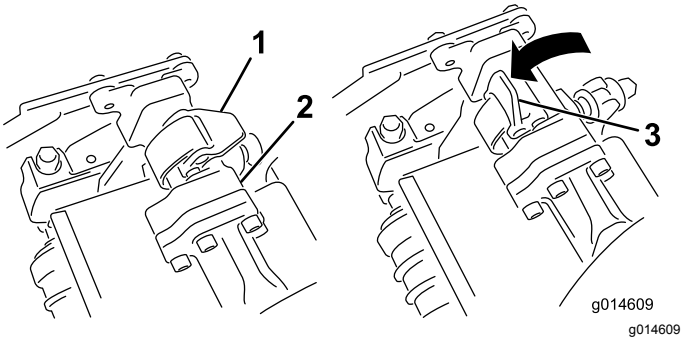
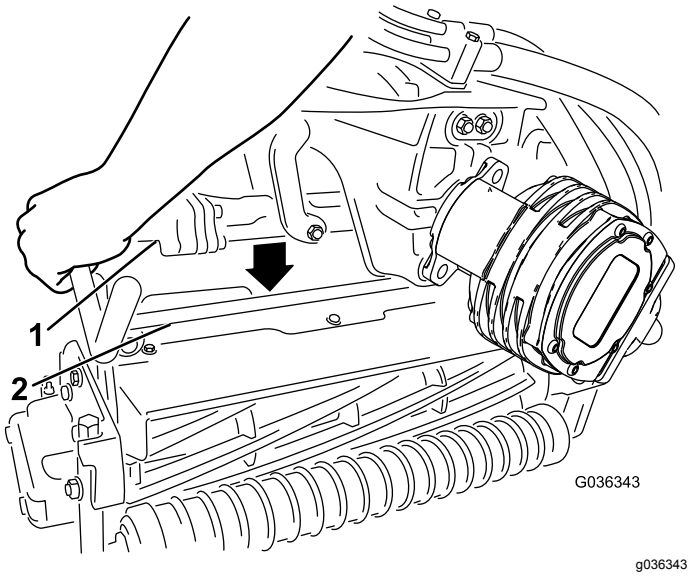

Figur 53
Figur 54
4. Mens låsehåndtagene på affjedringsarmen peger opad (dvs. er åbne) (Figur 53), skal du skubbe affjedringsarmen ned, så stangen kan sættes over tværstangen på klippeenheden øverst oppe (Figur 54).
5. Luk låsehåndtagene ned og omkring klippeenhedens stang, og lås dem på plads (Figur 53).
5. Åbn låsehåndtagene på affjedringsarmens stang på klippeenheden, som du fjerner (Figur 53).